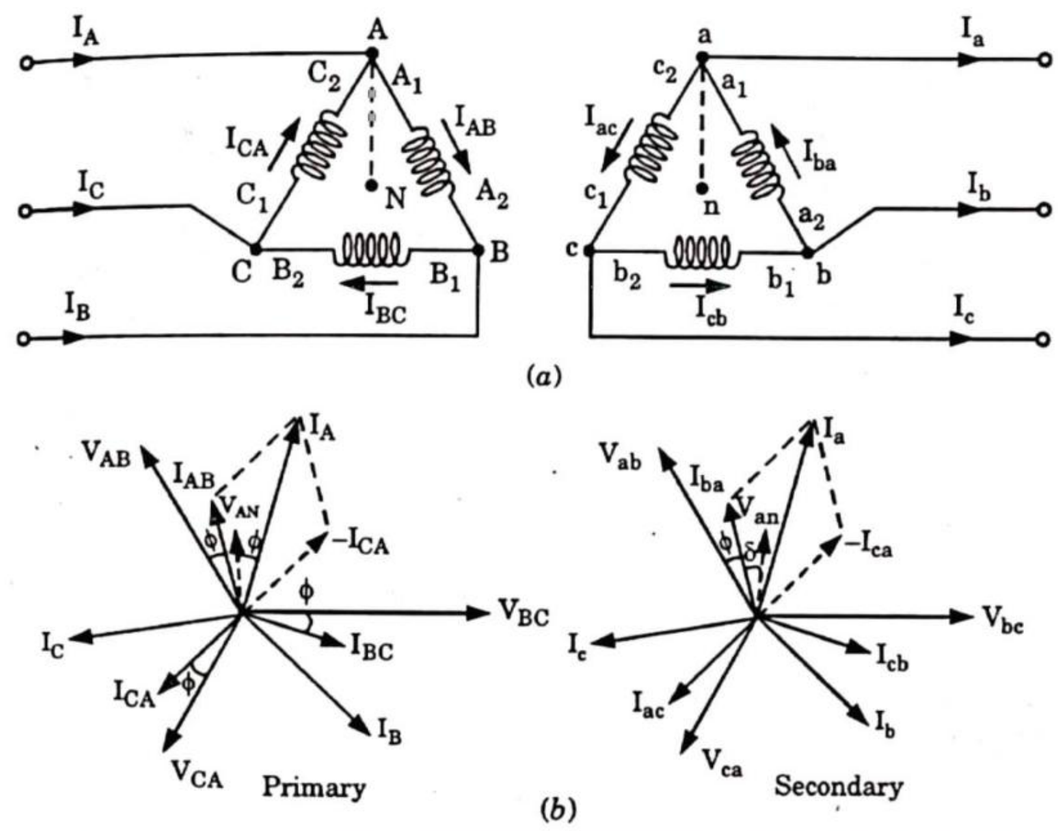

Fig. 3.20.1. Delta-Delta connection of transformer (0° phase shift).
1. Fig. 3.20.1(*a*) shows the Δ – Δ connection of three identical single-phase transformers or three identical windings on each of the primary and secondary sides of the 3ϕ transformer.
2. Fig. 3.20.1(*b*) shows the phasor diagrams for lagging power factor cos ϕ.
5. It is to be noted that in Fig. 3.20.1 each winding is drawn along the line of the phasor of its induced voltage.